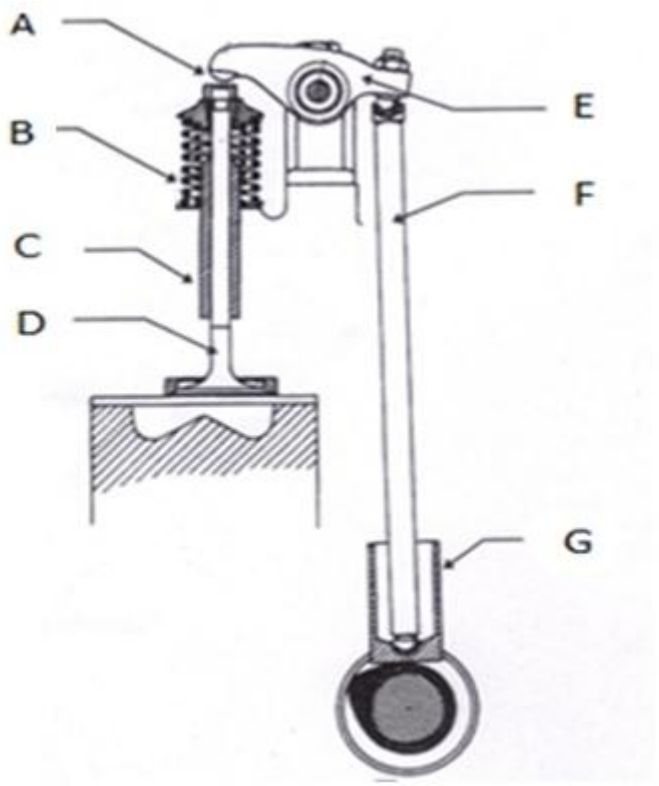

Figure 1
4.4 Study Figure 1 below and label the parts of the valve arrangement. Write only the answer next to the letter (A–G) in the ANSWER BOOK. (7)
4.5 What is the function of the part labelled B in Figure 1 above. (2)